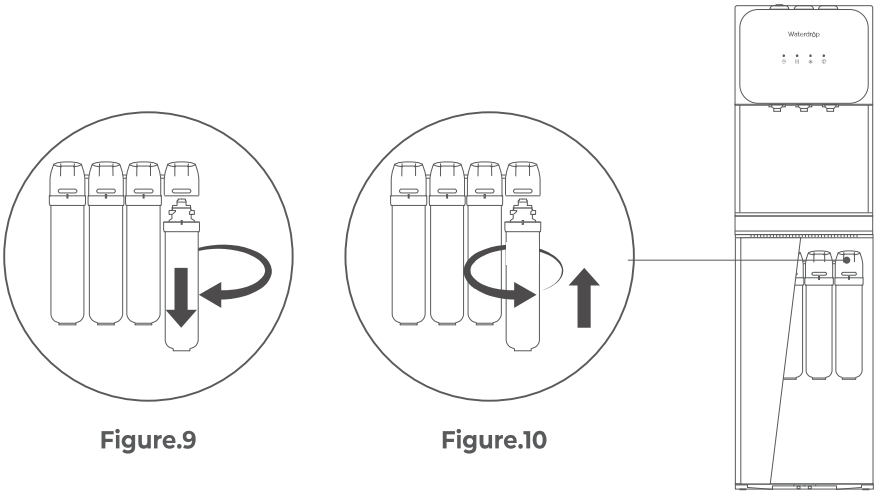

Figure.9 **Figure.10**
2. Remove the shrink wrap and protective cap from the new filter.**(Figure.9)**